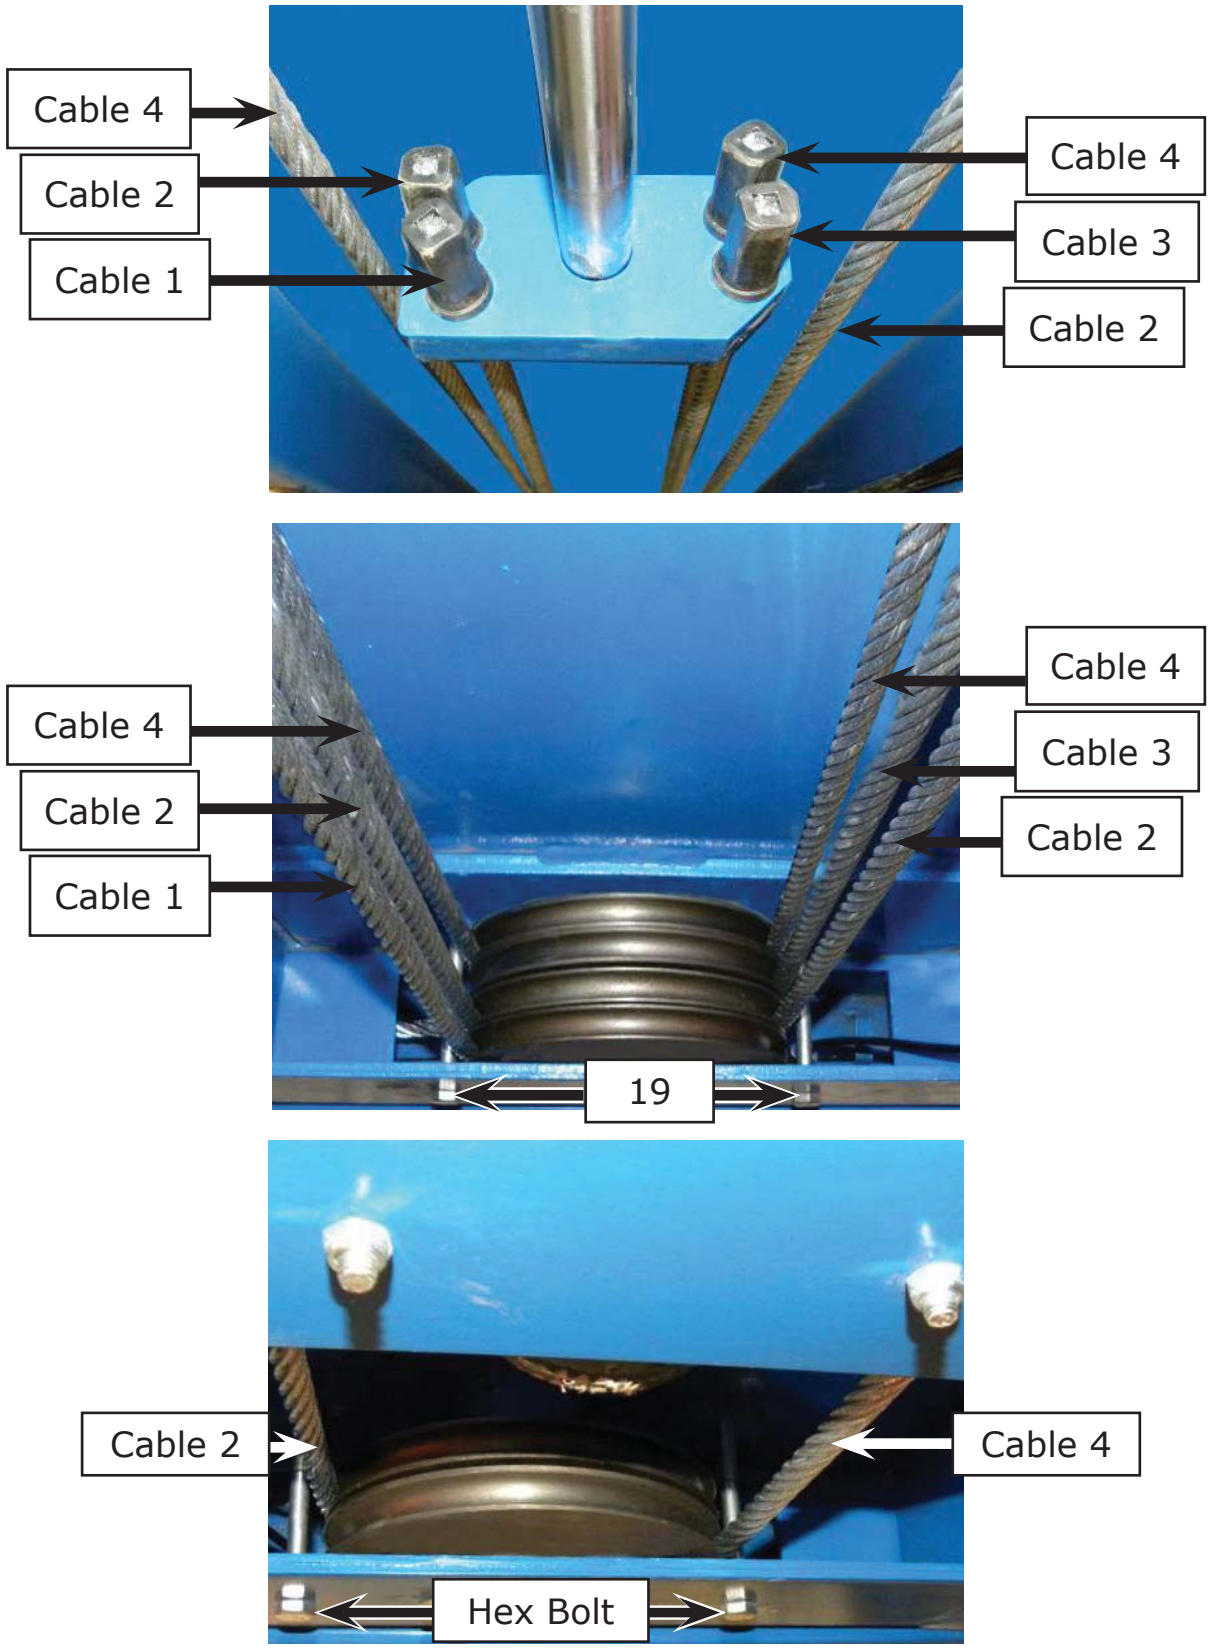

Fig. 22
1. After routing the cables through the pulleys, attach the cables to the connecting plate. **(See Fig. 22).**